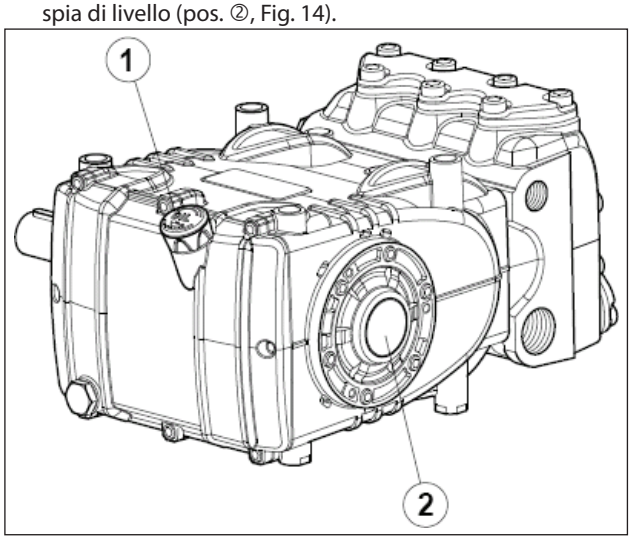

Fig. 14
5. L'olio nel carter pompa sia a livello verificandolo con l'apposita asta (pos. ①, Fig. 14) ed eccezionalmente con la spia di livello (pos. ②, Fig. 14).